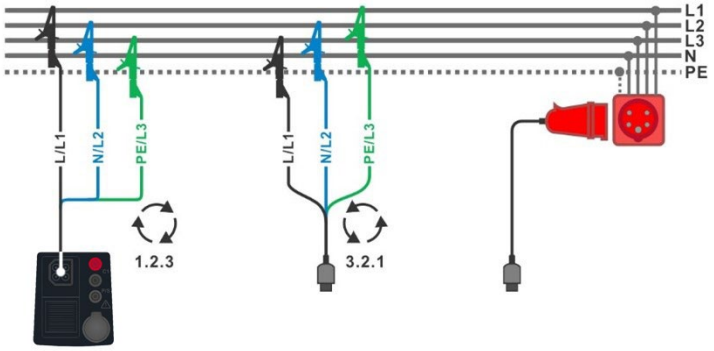

Abbildung 7.2: Anschluss der 3-Leiter Prüfleitung und des optionalen 16 A CEE-Messadapters (044148) im Dreiphasensystem
- Schließen Sie die Prüfleitungen am Prüfobjekt an (siehe ***Abbildung 7.2*** und A***bbildung 7.3***.